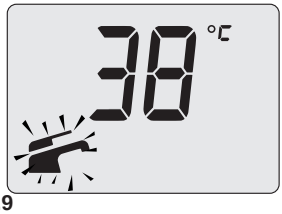

Figura 2.9
- il valore di "set" dell'acqua calda sanitaria ed il simbolo lampeggiano. Il fondo del display appare illuminato (Figura 2.9).